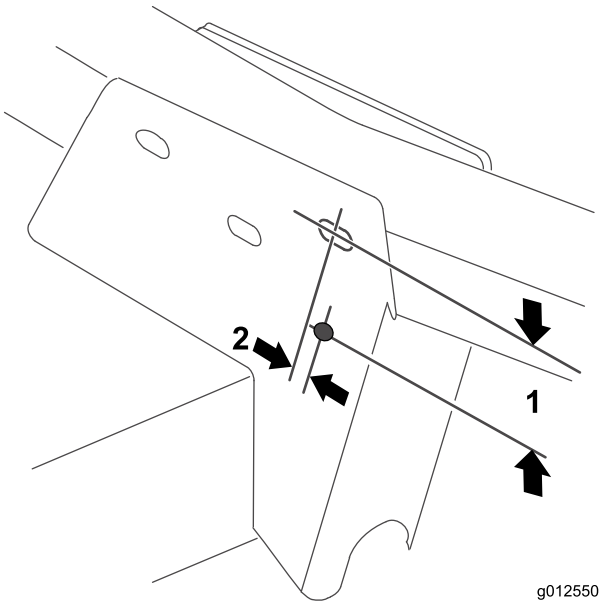

Figura 22
1. Utilizando as dimensões mostradas em Figura 22, localize, marque e faça um furo com 11/32 pol. de diâmetro através de ambas as paredes do suporte do braço da roda frontal direito.